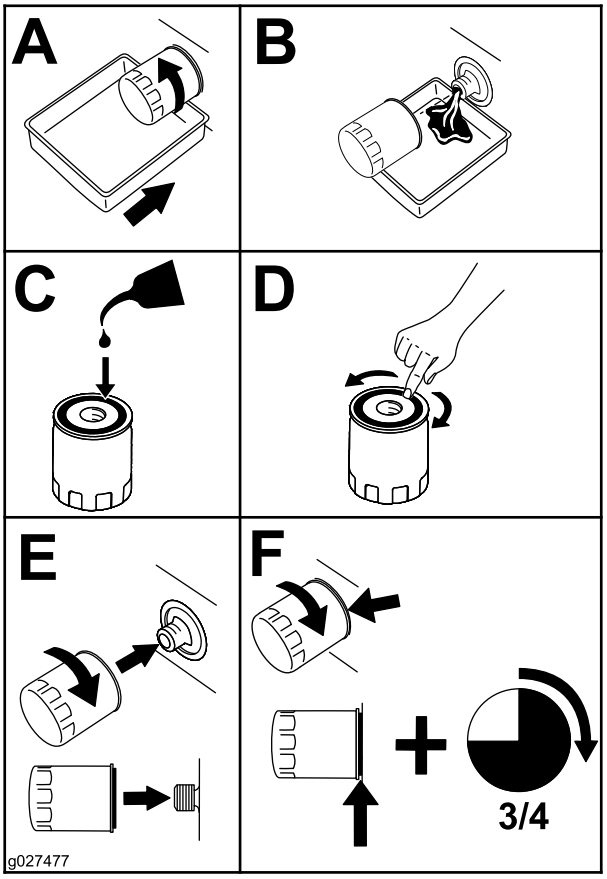

Figur 42
2. Skift motoroljefilteret (Figur 42).